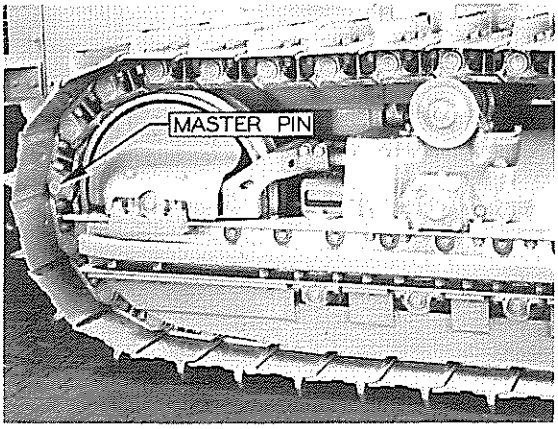

FIG. 1
1. Run tractor forward or backward until master pin is in position in forward center of the front idler. This pin can be identified easily as it extends through the rail boss ¼". Fig. 1.